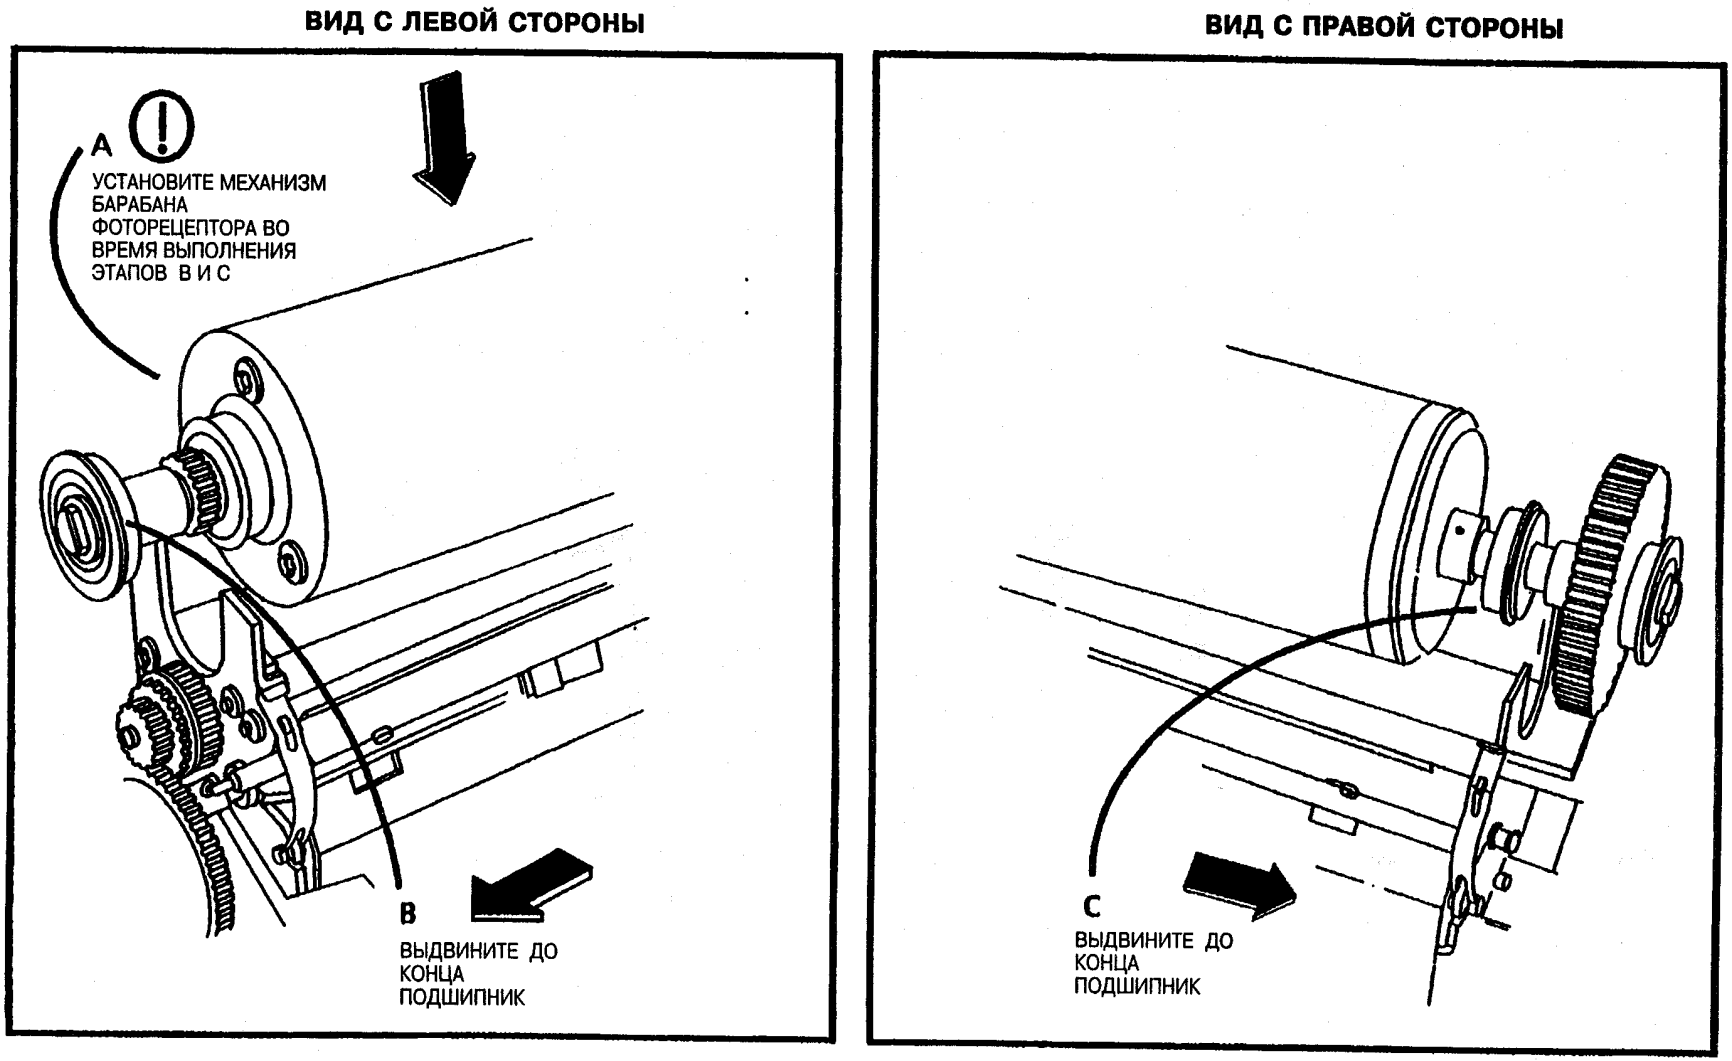

Рис. 2. Заново установите механизм фоторецептора
4. (Рис. 2): Заново установите механизм фоторецептора.